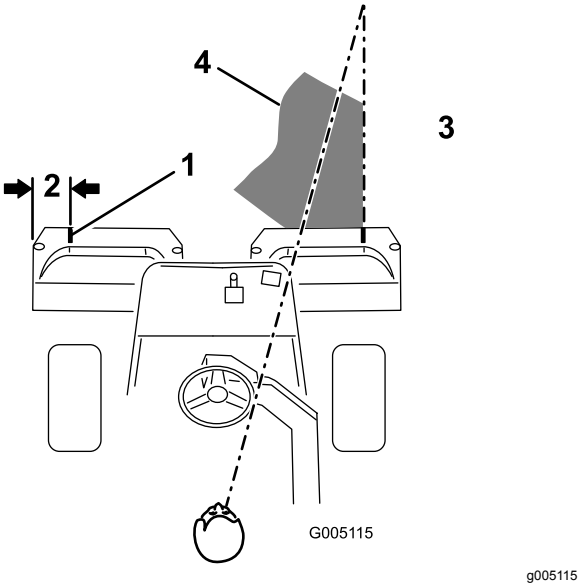

**Figur 12**
2. Placera en bit vit tejp eller måla en linje på varje korg parallellt med korgens ytterkant (Figur 12).